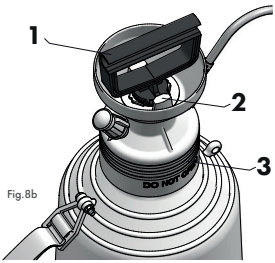
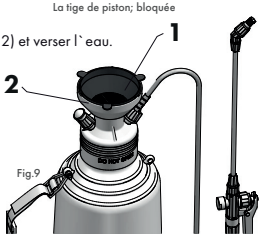

Fig.8b
Fig.9
Dévisser la pompe de la tête – pour ce faire, il faut bloquer la tige de piston (fig. 8b/pos. 1) dans les manchons du cylindre (fig. 8b/pos. 2). Dévisser la pompe, en tenant la tige de piston (fig. 8b/pos. 1), dans le sens inverse des aiguilles d'une montre.
Mettre le tamis (fig. 9/pos. 1) dans la tulipe de la tête (fig. 9/pos. 2) et verser l`eau.
Enlever le tamis (fig. 9/pos. 1) de la tulipe de la tête (fig. 9/pos. 2).
Dévisser la pompe de la tête – pour ce faire, il faut bloquer la tige de piston; (fig. 8b/pos. 1) dans les manchons du cylindre (fig. 8b/pos. 2). Dévisser la pompe en tenant la tige de piston; (fig. 8b/pos. 1), dans le sens inverse des aiguilles d'une montre.
Mettre le tamis (fig. 9/pos. 1) dans la tulipe de la tête (fig. 9/pos. 2) et verser l`agent de pulvérisation préparé au préalable conformément aux recommandations du fabriquant.
Enlever le tamis (fig. 9/pos. 1) de la tulipe de la tête (fig. 9/pos. 2). Visser la pompe (fig. 1/pos. 5) dans la tête (fig. 1/pos. 4). Pour ce faire, il faut bloquer la tige de piston de la pompe (fig. 8b/pos. 1) dans les manchons du cylindre (fig. 8b/pos. 2). Il faut faire attention à garder toujours l`étanchéité du raccord. La tige de piston ainsi bloquée peut servir comme la poignée de transport.